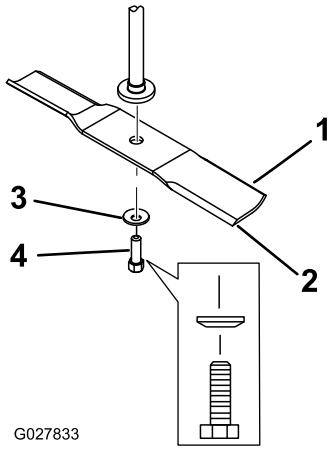

Figur 54
2. Fjern knivbolten, den buede skive og skærekniven fra spindelakslen (Figur 54).
1. Monter skærekniven på spindelakslen (Figur 54).
2. Monter den buede skive (med den buede side mod skærekniven) samt knivbolten (Figur 54).